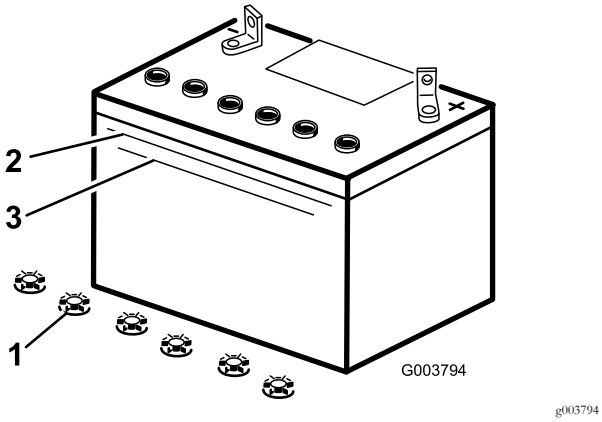

Figuur 41
2. Kijk aan de zijkant van de accu. Het zuurpeil moet tot aan de bovenste streep staan (Figuur 41). Het peil mag niet niet onder de onderste streep komen (Figuur 41).
5. Verwijder de vuldoppen van de accu (Figuur 41).
6. Giet langzaam gedistilleerd water in elke cel van de accu totdat het zuurpeil de Bovenste streep (Figuur 41) op de accubehuizing bereikt.
7. Wacht na het bijvullen van de accucellen 5 tot 10 minuten. Vul indien nodig gedestilleerd water bij totdat het zuurpeil de Bovenste streep (Figuur 41) op de accubehuizing bereikt.